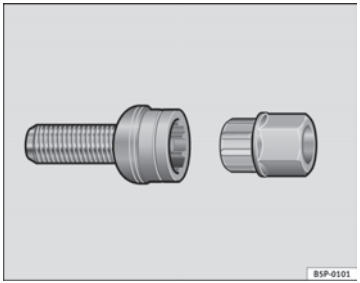

Fig. 184 Anti-theft wheel bolt
– Insert the adapter onto the wheel bolt and push it on as far as it will go ⇒ Fig. 184.